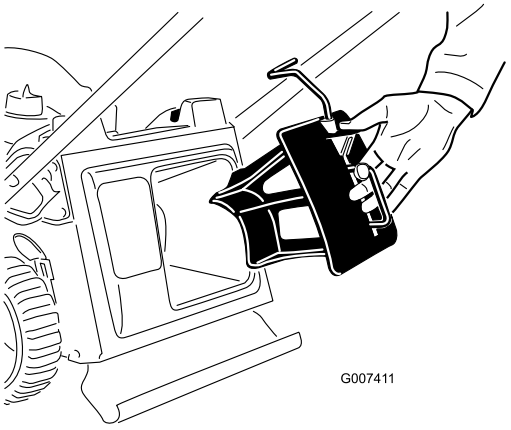

Figur 7
1. Sätt i mullningspluggen i klipparen om den inte redan är monterad (Figur 7).